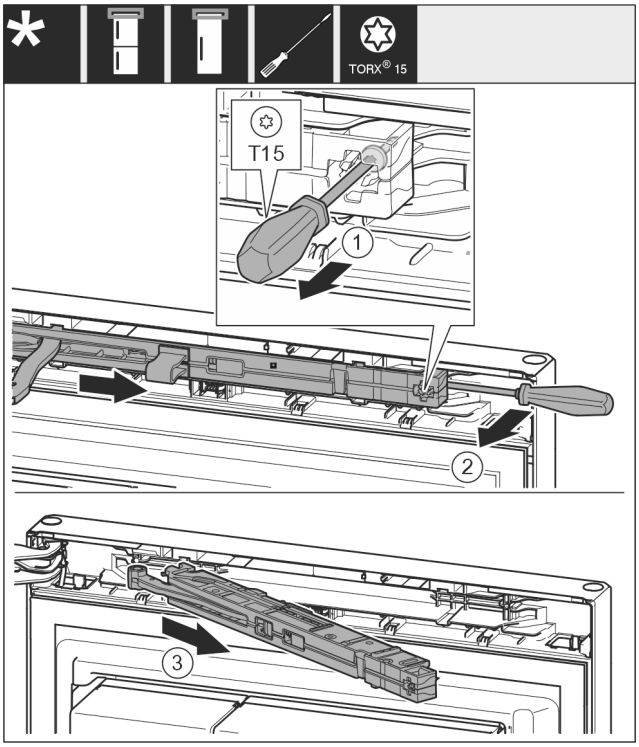

Fig. 13
▶ Use screwdriver to loosen the screw *Fig. 13 (1)* on the closing damper unit by 14 mm.
▶ Lever the closing damper unit *Fig. 13 (2)* forwards on the handle side using a screwdriver.
▶ Pull out the closing damper unit *Fig. 13 (3)*.